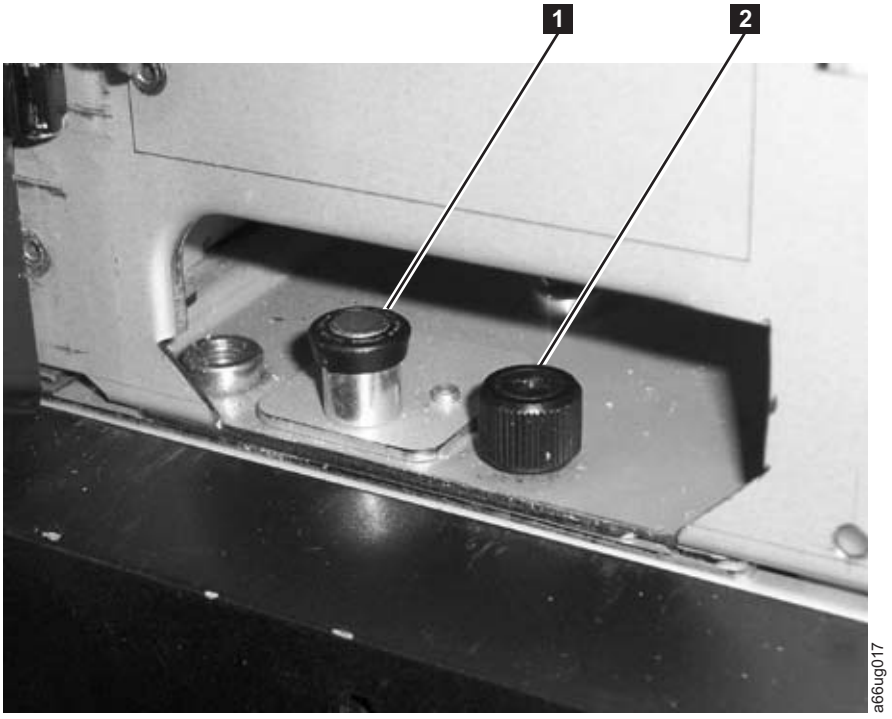
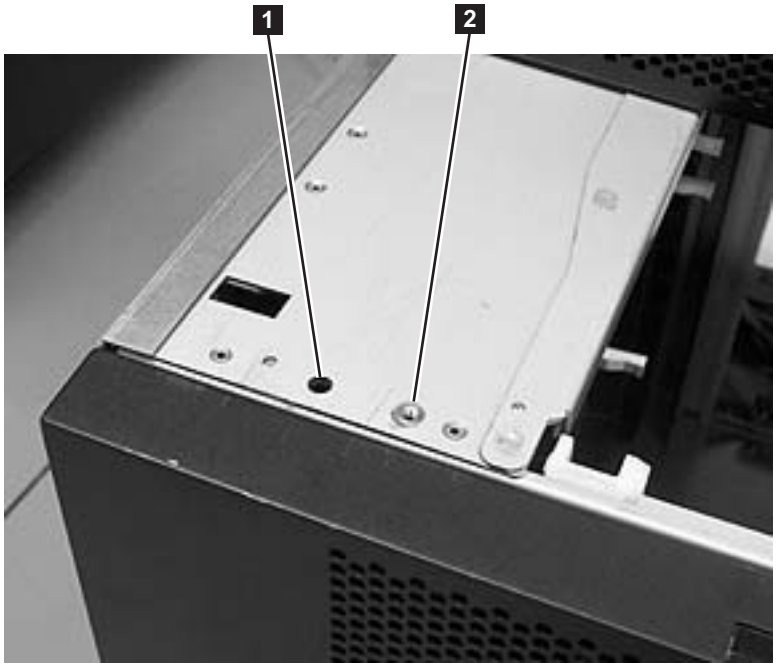

Figure 7-8. Alignment pin and front thumb screw
Figure 7-10. Alignment pin and front thumb screw receptacles
9. Open the I/O Station door, then open the Access Door of the control module to expose the control module alignment pin (1 in Figure 7-8 on page 7-10) and front thumb screws (2 in Figure 7-8 on page 7-10) behind the Access Door and behind the I/O Station door.
2. Ensure that the module-to-module alignment pin (1 in Figure 7-8 on page 7-10) is in the raised position. If necessary, raise the pin and rotate it half a turn to lock it in the raised position.
6. Twist the control module alignment pin (**1** in Figure 7-8 on page 7-10) to unlock it from the up position.
7. Adjust the control module's position on top of the expansion module until the control module alignment pin drops into the alignment pin receptacle (**1** in Figure 7-10) in the lower expansion module.
8. Tighten the front thumb screw (**2** in Figure 7-8 on page 7-10) to secure the front of the control module to the lower expansion module (**2** in Figure 7-10).
6. Raise the locating pin. (Refer to Figure 7-8 on page 7-10).
b. Lower the locating pin. (Refer to Figure 7-8 on page 7-10).